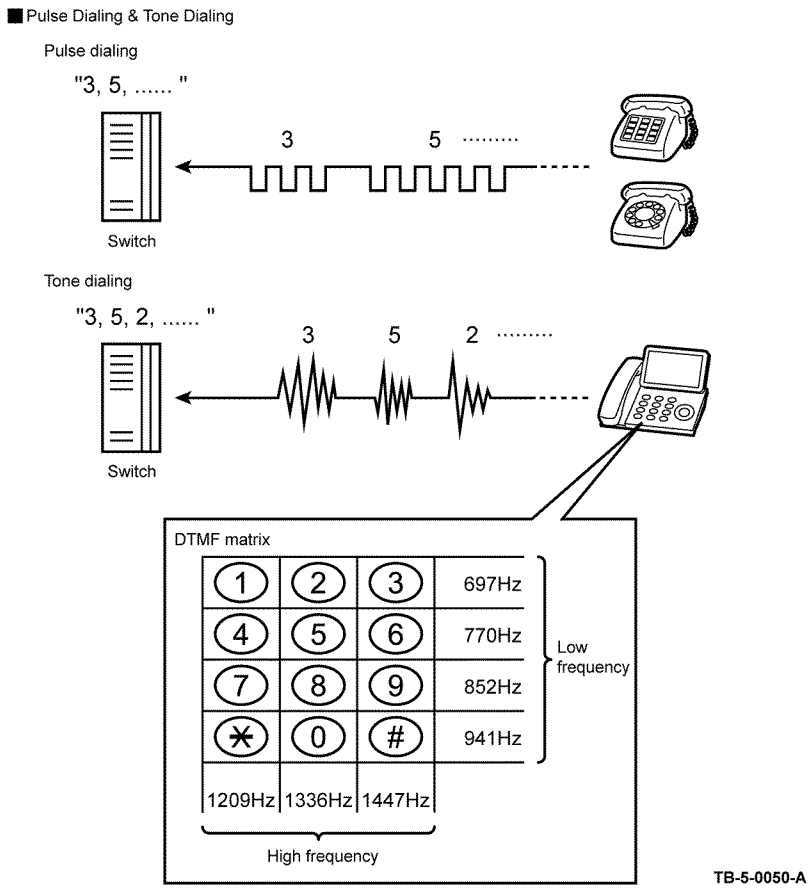

Figure 3 Dialing tones
1. When the handset is lifted, the hook switch is activated and a transmission signal (400Hz/48VDC), called a dial tone (DT), is sent from the local switch. The dial tone is audible at the handset speaker, indicating that the calling party can start dialing.
NOTE: *There are two types of telephone line corresponding to the two ways of transmitting the phone number. They are known as dial types. Most recent telephones can automatically distinguish the dial type. One type is 'Pulse Dialing (PD)', also called 'Dial Pulse (DP)'. After the rotary dial on a dial phone is rotated, the dial returns to its original position. While returning, the electric current is interrupted (dividing the signal into pulses) the number of times corresponding to the number dialed. The switch derives the number from the number of pulses. When the pulse repetition rate is ten pulses per second, it is referred to as 10pps (Pulses Per Second), when twenty, 20pps. The other type is a method known as 'Tone Dialing (TD)', formally called 'Dual-Tone Multi-Frequency (DTMF)'. Each button on a push-button phone is assigned a unique pair of frequencies (the 'tone'), from which the switch derives the number. Refer to Figure 3.*